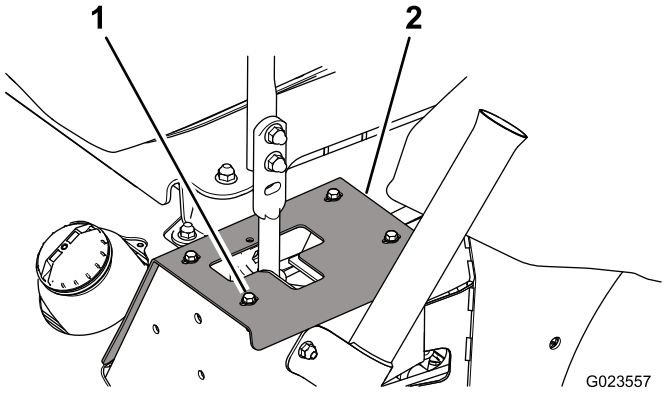

Figur 63
1. For tilgang til dempermonteringsboltene, fjern boltene som fester stopplatene til rammen (Figur 63).